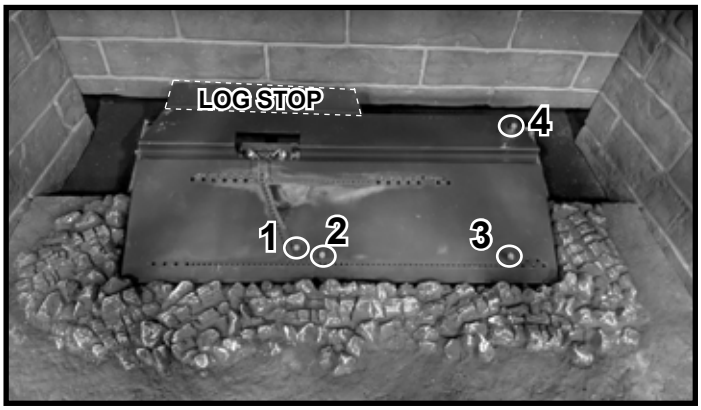
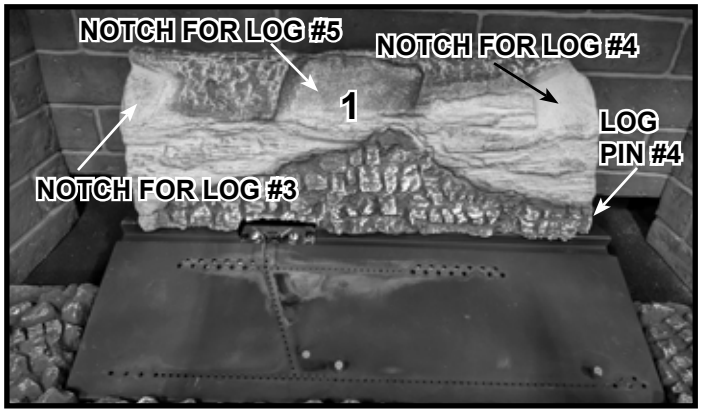
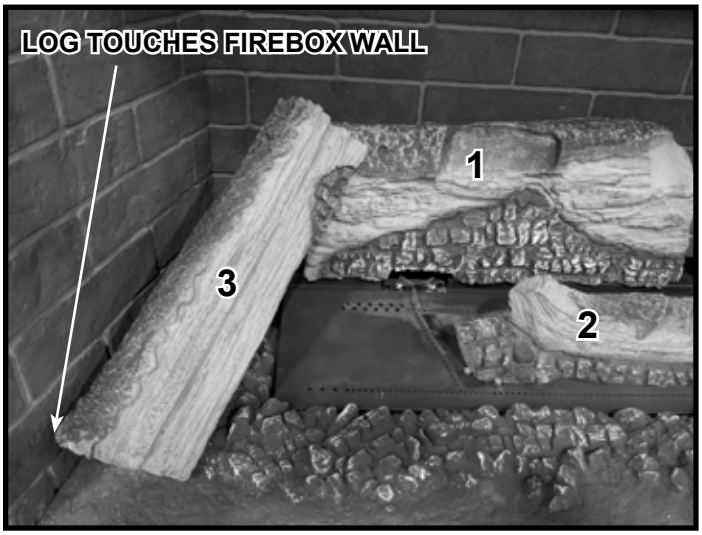
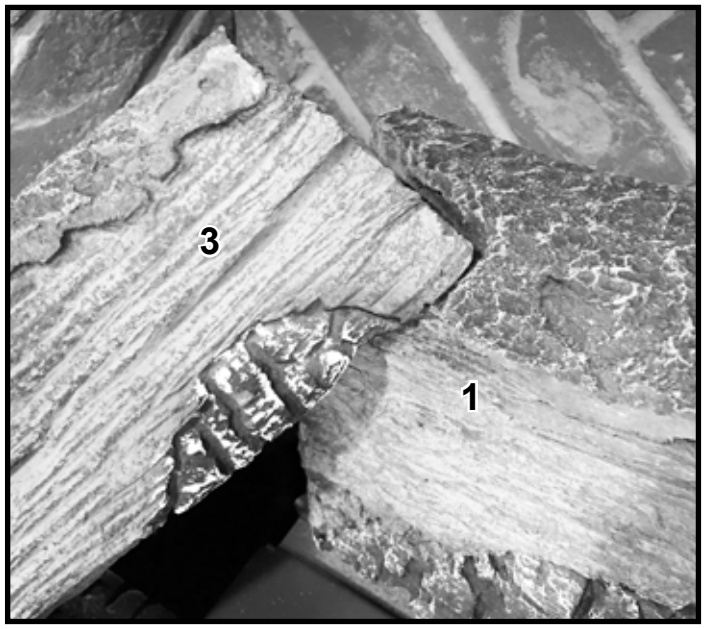

Figure 2 Locations for Log Pins
Figure 3 Position Log #1
Figure 5 Position Log #3
Figure 6 Position Log #3
1. Reference the four log pins and the location of the log stop shown in Figure 2.
Log #1: Place Log #1 as shown in Figure 3. The right end touches Log Pin 4. Push the log back until it rests against the log stop shown in Figure 2.
Log #3: Place the top end of Log # 3 on the notch located on Log #1. See Figure 3. The bottom end of Log # 3 should touch the left firebox wall as shown in Figure 5. The corner of Log #3 must be properly seated on Log #1 as shown in Figure 5 and Figure 6.